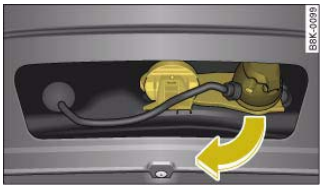

Fig. 207 Area below rear bumper: Folding down the socket
– Fold the socket unit all the way out in the direction of the arrow ⇒ fig. 207.